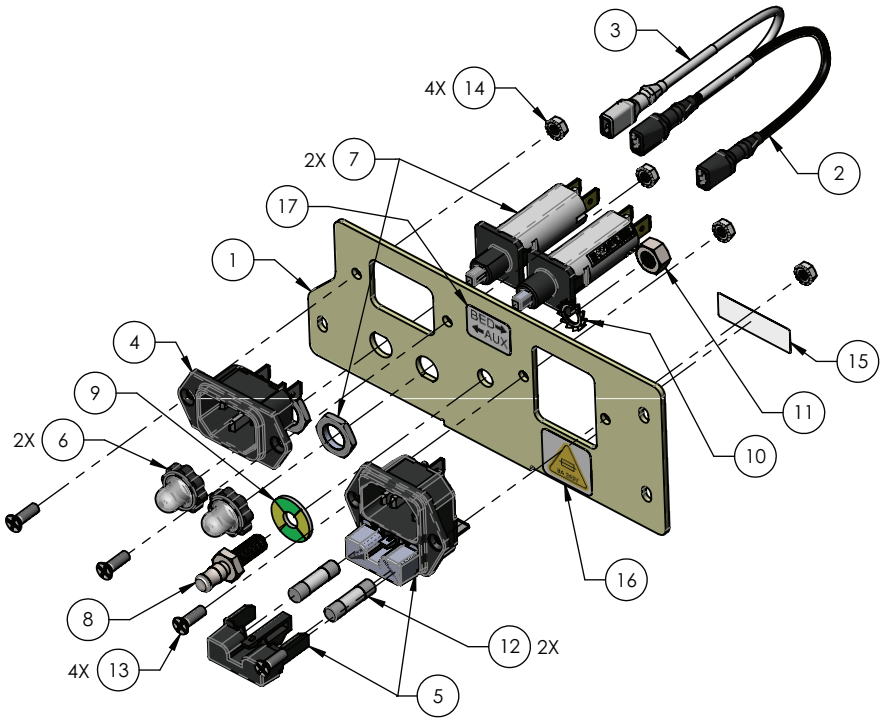

Figure 7 – Remplacement de l’entrée d’alimentation
5. À l’aide d’un tournevis cruciforme n° 2, retirer et conserver les trois vis (13) qui fixent l’ensemble d’entrée d’alimentation (5) à l’ensemble soudé du plan de couchage et tirer l’ensemble vers l’extérieur (Figure 7).
6. Saisir chacun des trois fils de la prise d’alimentation (5) tout en appuyant sur la languette de verrouillage et tirer tout droit hors de la prise d’alimentation (Figure 7).
7. À l’aide d’un tournevis cruciforme n° 2 et d’un tournevis à douille de 5/16 po, retirer et conserver les deux vis (13) qui fixent la prise d’alimentation (5) à la plaque de montage (1). Retirer et jeter la prise d’alimentation (Figure 7).